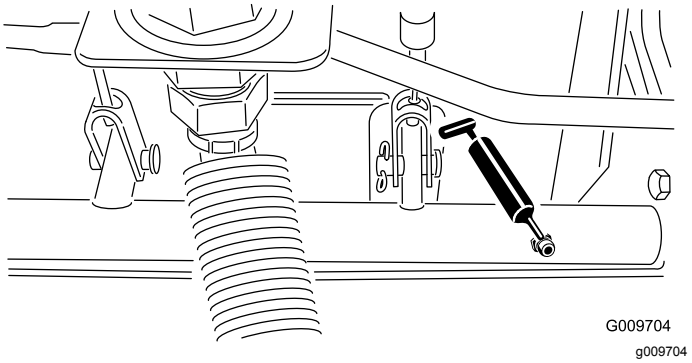

**Figur 48**
- Bromsaxelns lager (5) (Figur 48)